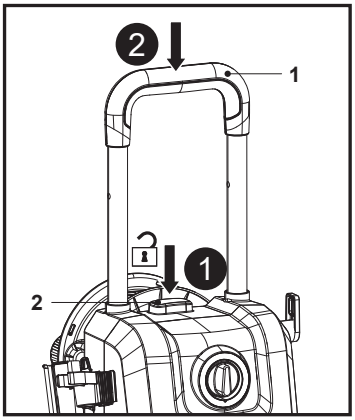

Fig. 17
2. Appuyer sur le bouton de verrouillage de la poignée (2) et le maintenir enfoncé, puis appuyer sur la poignée de transport (1) pour la rétracter (Fig. 17).